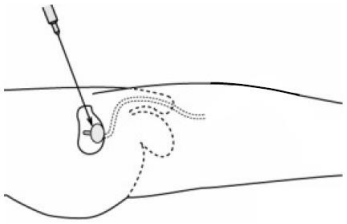

図７
2)透視下で膀胱内に造影剤を注入し、恥骨上膀胱穿刺にてバルーンを破裂させる(図７)。